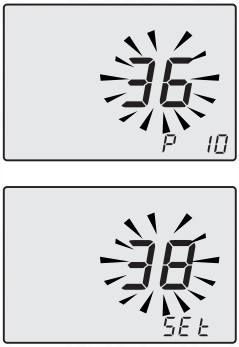

Fig. 7.38
- The writing **P10** - **SEt** alternates on the display (Fig. 7.38).